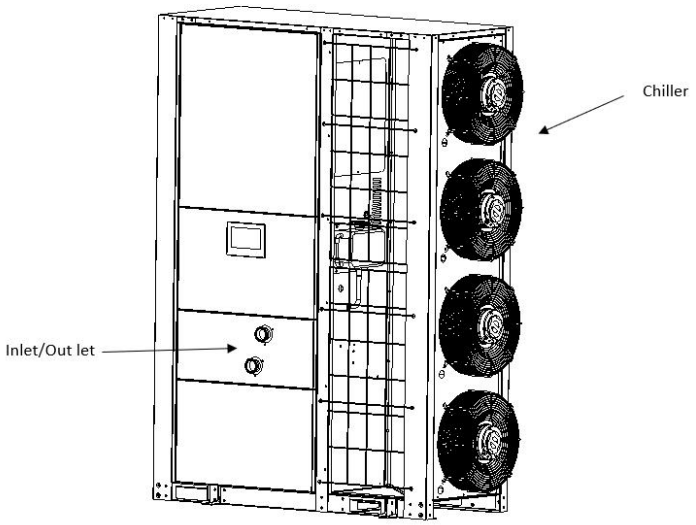

Fig. 2.1 Schematic diagram of water outlet connector of chiller
4) When handling the bare machine of the unit, it is forbidden to lift the power wire shield and the water inlet and outlet connectors, and they cannot be used as a force bearing support. See Figure 2.1 for the position of the wire shield and the water inlet and outlet connectors.